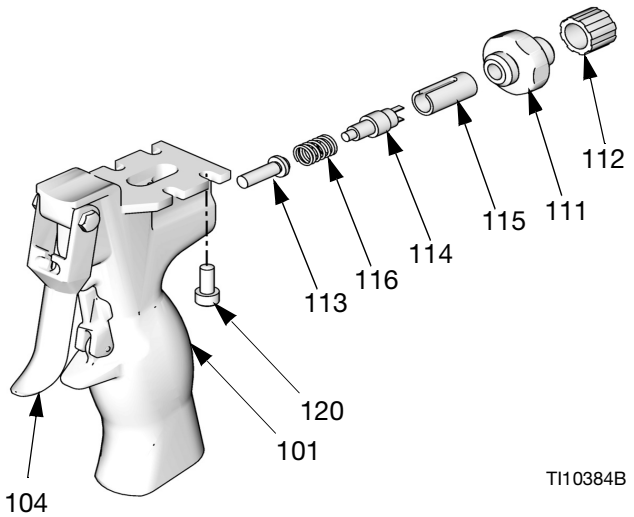

ABB. 10
1. Bauen Sie den Kolben (113) und die Feder (116) ein. Siehe ABB. 10.
2. Bauen Sie die Schaltergruppe (255463) so ein, dass die Erdungsöse (108) durch die Bohrung oben im Griff zu sehen ist.
3. Ziehen Sie den Stopfen (111) mit einem Drehmoment von 14-15 N•m (125-135 in-lb) fest.
4. Ziehen Sie die Zugentlastung (112) an.
5. Stecken Sie die Erdungsschraube (110) durch die Sicherungsscheibe (109) und die Erdungsöse (108). Ziehen Sie sie mit einem Drehmoment von 1,7-2,2 N•m (15-20 in-lb) fest.
6. Richten Sie das Dosierventil oben am Griff (101) aus. Ziehen Sie die vier Schrauben (120) gleichmäßig mit einem Drehmoment von 1,7-2,2 N•m (15-20 in-lb) fest.